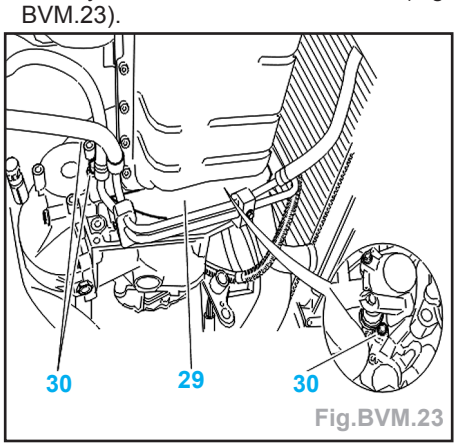

Fig.BVM.23
- la vis tachymétrique (27),
- le joint torique (28).
- Ecarter la plaque de fermeture (29) avec les tuyaux de direction assistée (Fig. BVM.23).
- Serrer les vis (30) à 5,5 daN.m (Fig. BVM.23).